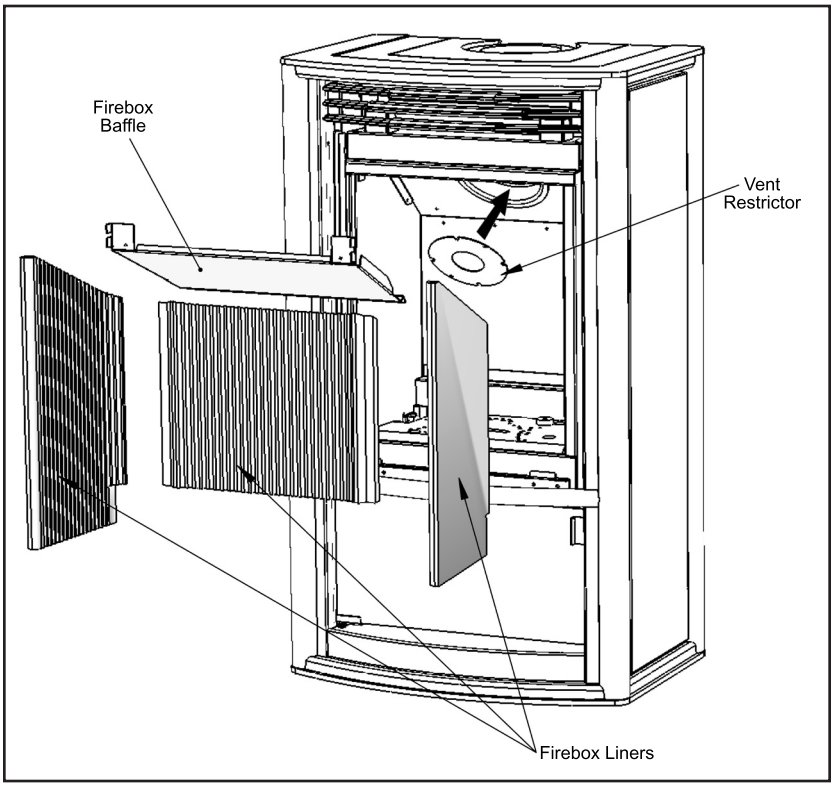

Figure 27: Flue Restrictor Installation.
7. Remove two (2) ¼" hex head screws for the restrictor, place restrictor in the flue collar (see Figure 27) and fasten in place with the two (2) ¼" hex head screws.